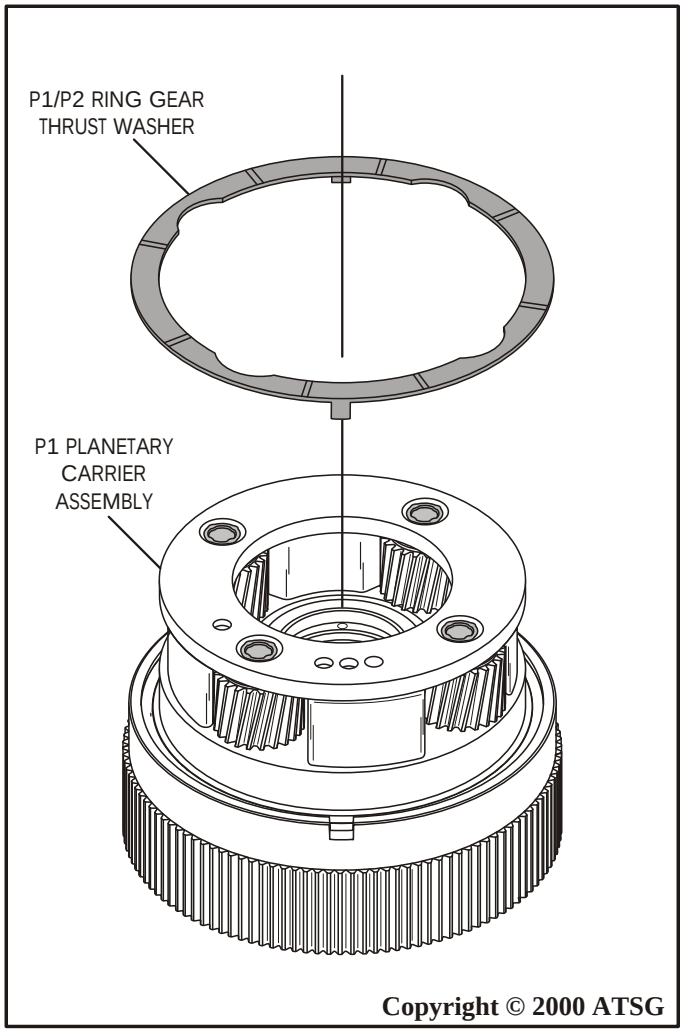

Figure 142
5. Install the P1/P2 ring gear thrust washer onto the assembly as shown in Figure 142. ***Note: This thrust washer will "Snap" in place when it is fully seated.***